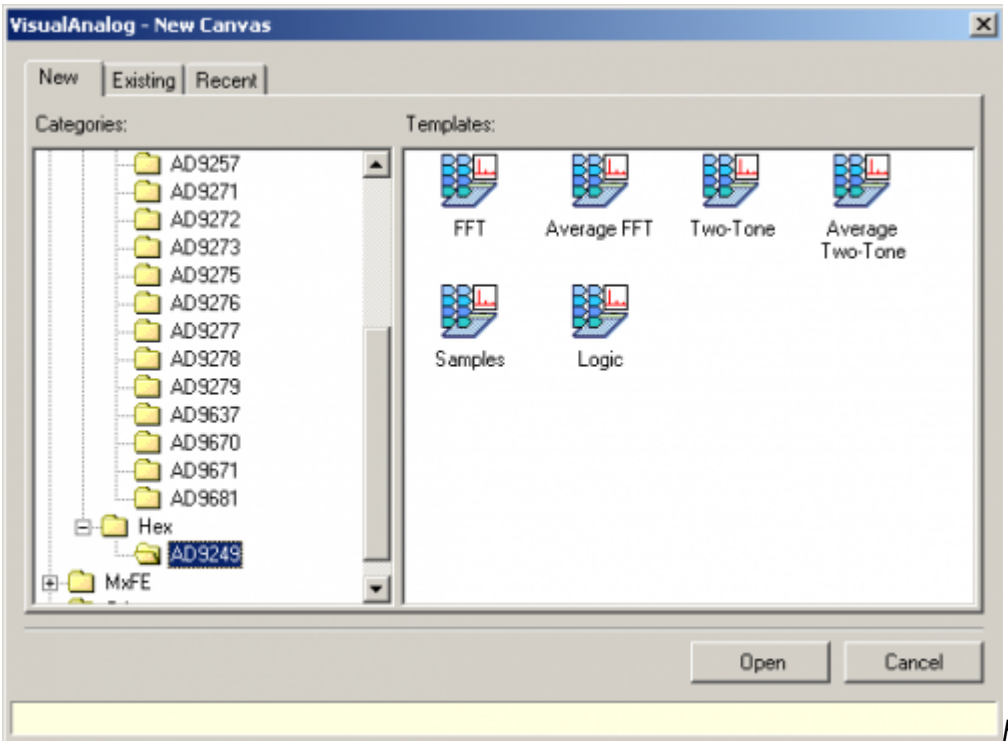

Figure 3. VisualAnalog, New Canvas Window
1. Start VisualAnalog on the connected PC. The appropriate part type should be listed in the status bar of the **VisualAnalog – New Canvas** window. Select the template that corresponds to the type of testing to be performed (see Figure 3).